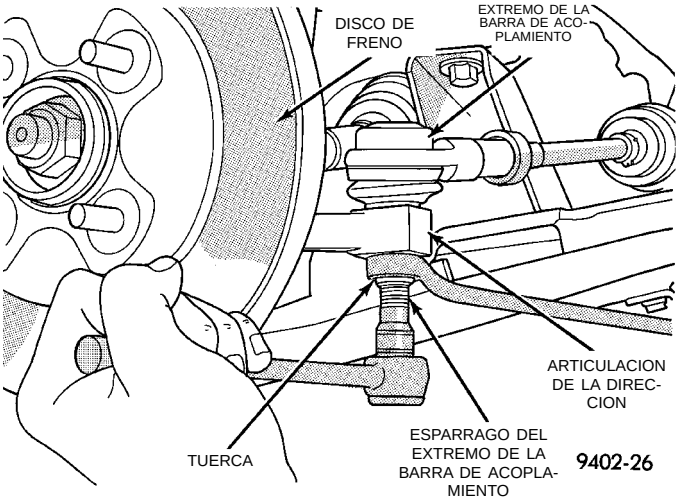
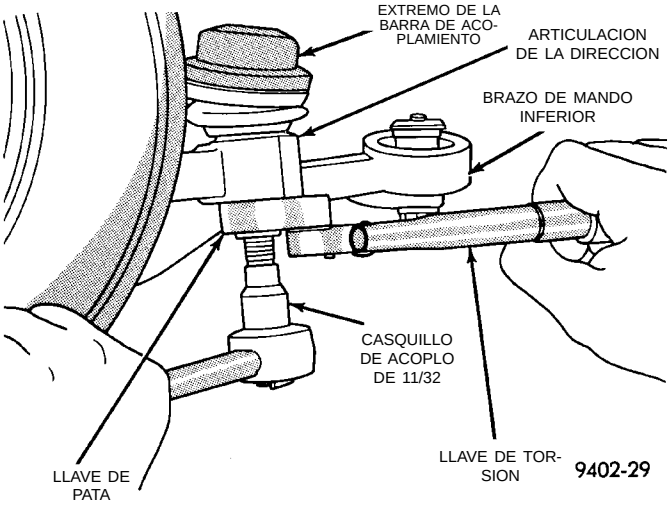

Fig. 6 Desmontaje de la tuerca de fijación del extremo de la barra de acoplamiento
Fig. 17 Ajuste de la torsión de la tuerca de fijación del extremo de la barra de acoplamiento
(5) Retire las tuercas que fijan ambos extremos de las barras de acoplamiento externas a las articulaciones de dirección (Fig. 6). **Las tuercas se deben retirar de los extremos de las barras de acoplamiento con el siguiente procedimiento: sujete el espárrago del extremo de barra de acoplamiento con un casquillo de acoplo de 11/32, mientras afloja y retira la tuerca con la llave.**
(7) Instale el extremo de la barra de acoplamiento en la articulación de dirección. Introduzca la tuerca de fijación del extremo de la barra de acoplamiento a la articulación de dirección en el espárrago del extremo de la barra de acoplamiento. Mientras sostiene fijo el espárrago del extremo de la barra de acoplamiento, apriete la tuerca de fijación del extremo de la barra de acoplamiento a la articulación de la dirección (Fig. 6). Después, con una llave de pata y un casquillo de acoplo de 11/32 (Fig. 17), apriete la tuerca de fijación del extremo de barra de acoplamiento con una torsión de 55 N·m (40 libras pie).